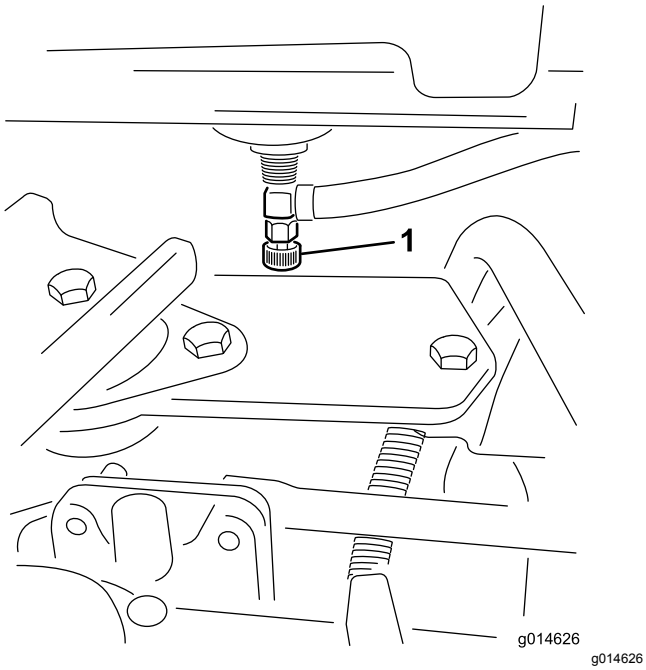

Figure 47
1. Fermez le robinet d'arrivée de carburant (Figure 47) sous le réservoir.